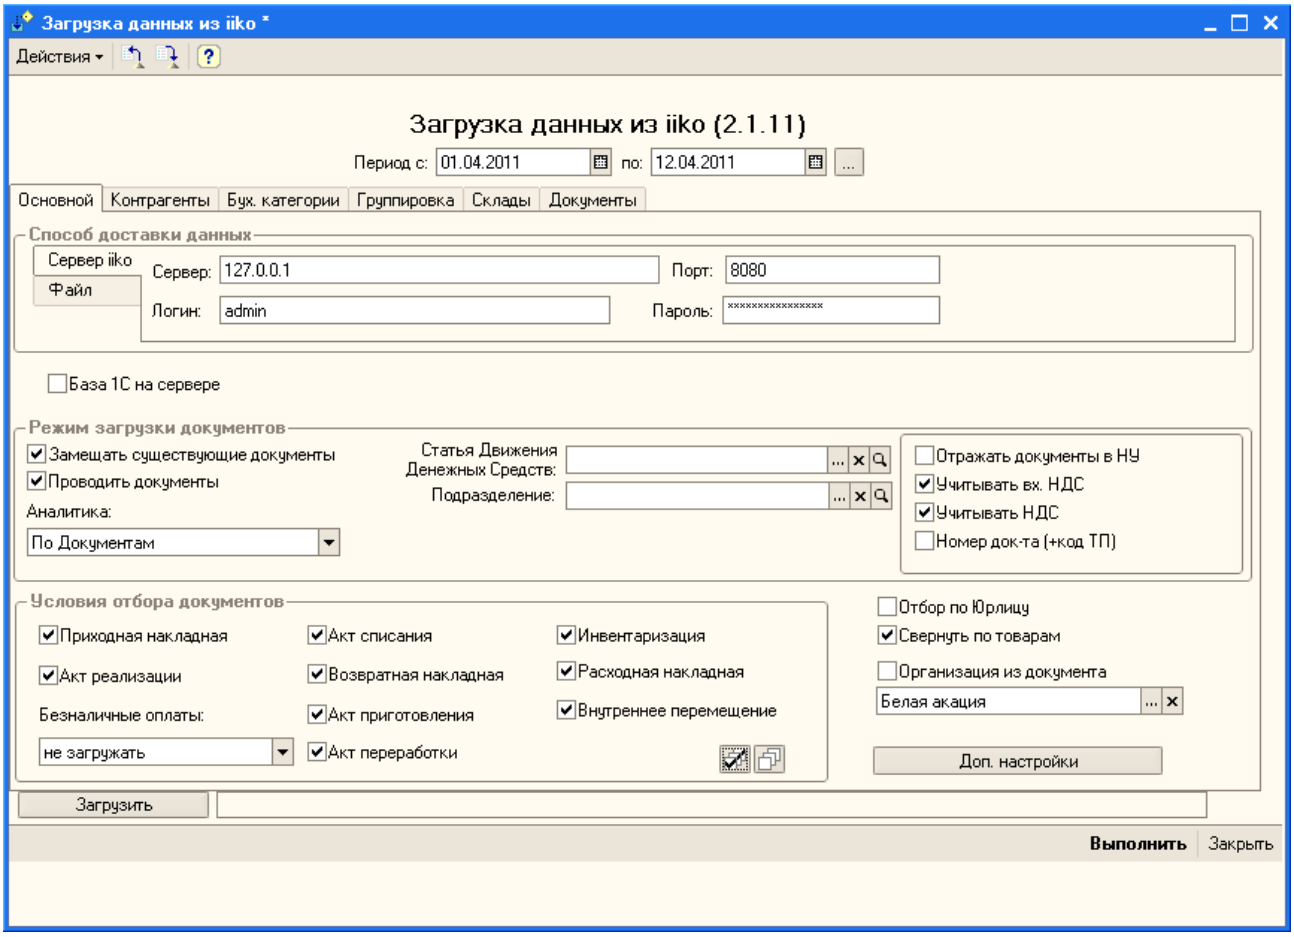

Рисунок 190 Окно Загрузка данных из iiko
2. Вызовите обработчик загрузки из iiko. Для этого в открывшемся окне со списком обработок выполните двойной щелчок мышью по обработке «Загрузка из iiko». Откроется форма задания параметров загрузки данных (см. Рисунок 190).